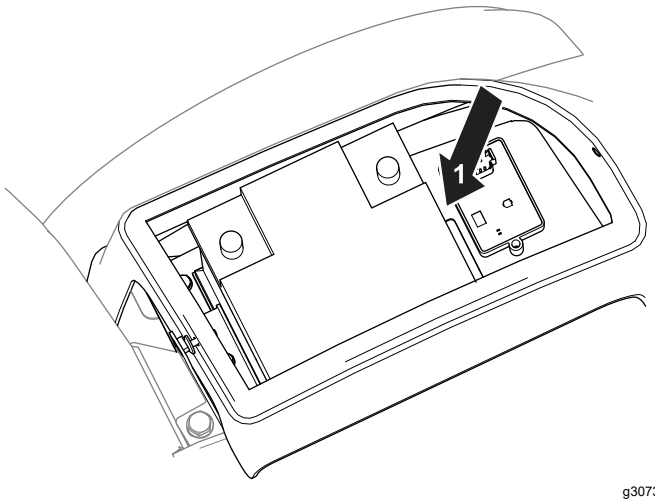

Figuur 19
9. Gebruik een kabelbinder om overtollige kabelboom op te rollen voor de accu (Figuur 19).